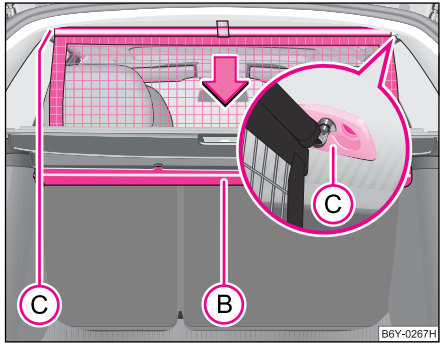

Fig. 62 Strângerea peretelui despărţitor ▶
– Trageți bara în spate din suporturile din plafon, mai întâi pe o parte, apoi pe partea cealaltă, şi scoateți-o din suporturi (C) ⇒ pagina 78, fig. 62.
– **Susțineți** bara transversală astfel încât peretele să se poată rula încet şi fără să se deterioreze, în carcasă (B).